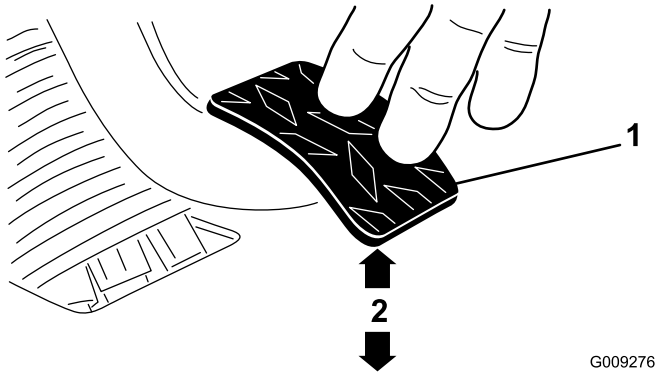

Figuur 70
3. Stel de contramoeren en/of kogelverbinding zo af, dat de onderkant van het achterste deel van het koppelingspedaal 9,5 ± 0,3 cm is verwijderd van het ruitprofiel van de antislipvloerplaat, wanneer een kracht van 1,8 kg wordt uitgeoefend op het pedaal (Figuur 70).